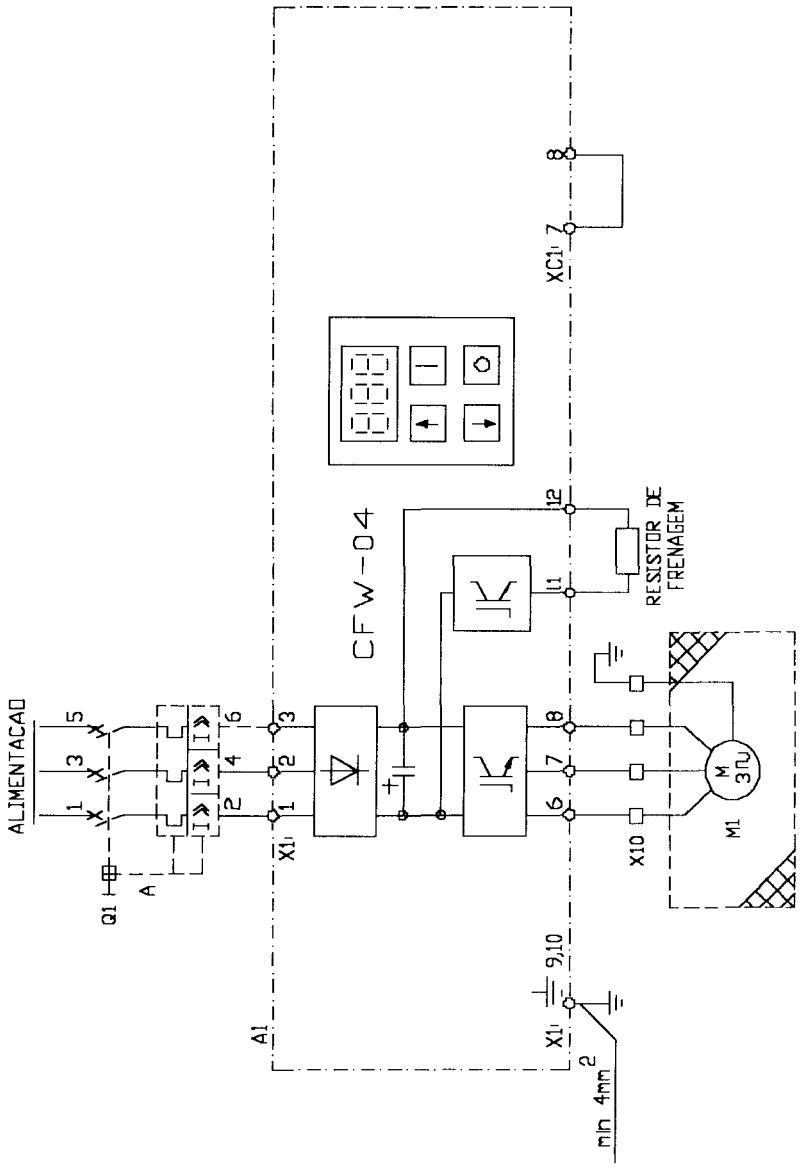

Fig. 4 - Acionamento típico A: comando pelo teclado com um sentido de rotação.
3.1. ACIONAMENTO TÍPICO "A" (FIG. 4):